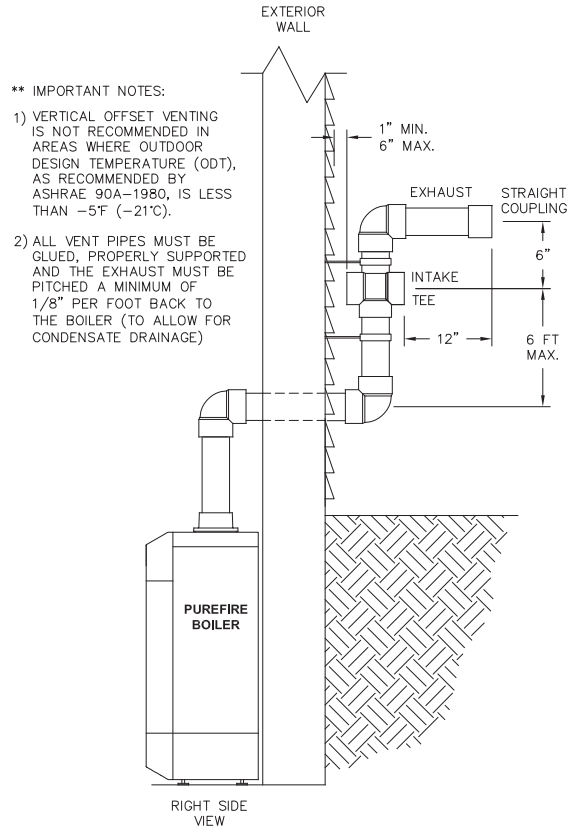

Figure 3.4: Offset Exhaust and Air Inlet Terminations
c. Figure 3.4 is only approved for locations in which the outdoor temperature is above -5°F (-21°C) in accordance with ASHRAE 90A-1980 recommendations.